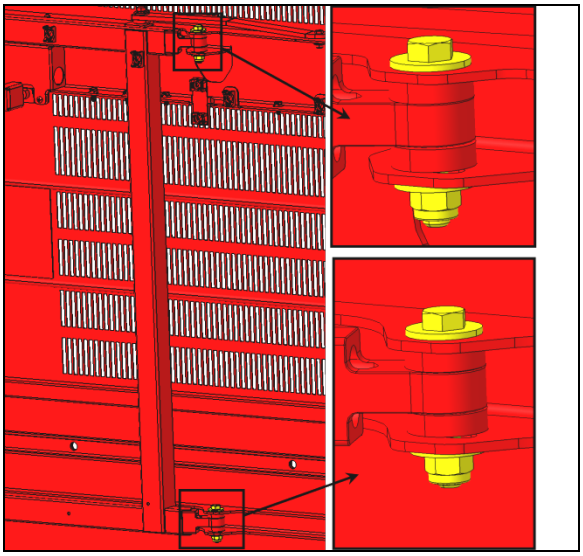

FIGURE 108
4. If the vertical position is out of tolerance, rotate the door using the adjustment provided on the inner side of the door, at the attachment points between the arm and the door (**FIGURE 108**).